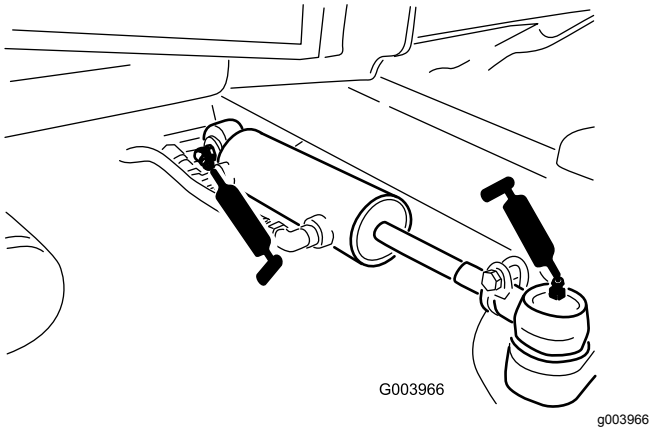

Figur 42
- Styresylinderens kuleledd (2) (Figur 42)